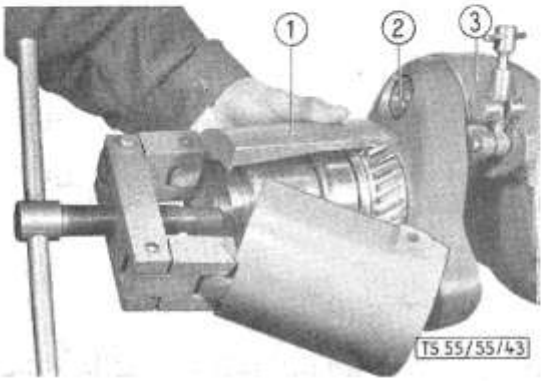

Bild 43: **Abziehvorrichtung zum Abziehen des Schrägzahnrades**
5. Vorderes Zahnrad und Innenring des vorderen Rollenlagers mit Abziehvorrichtung (43/1) abziehen (Bild 43).